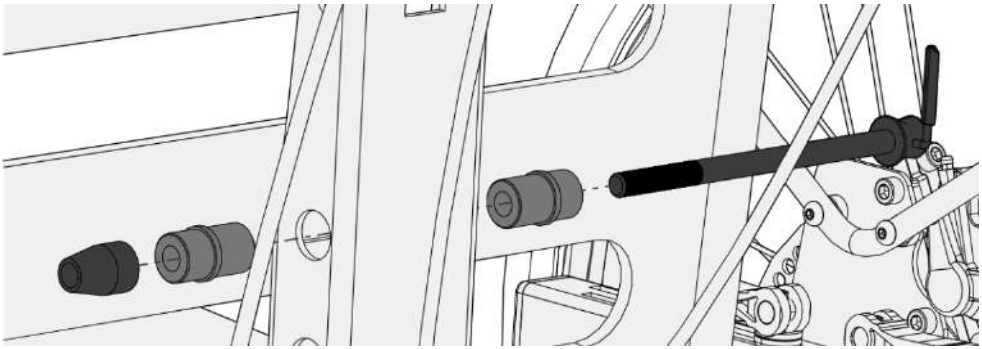
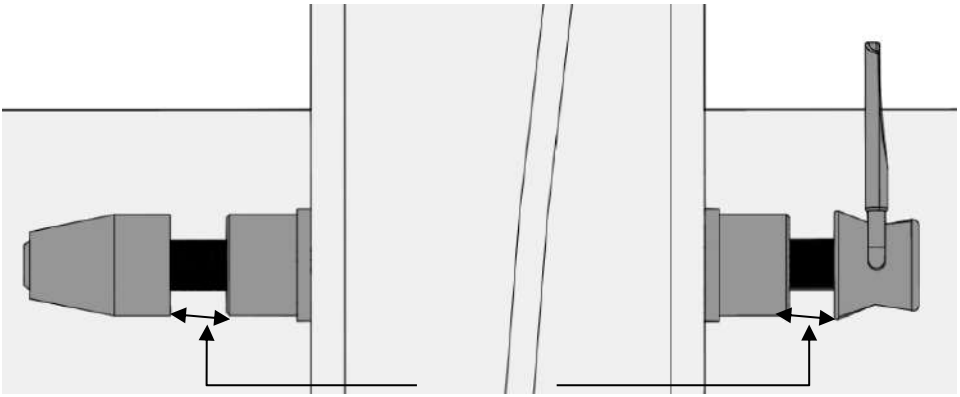

Abbildung 28 - Positionierung der Schnellverschlüsse
Abbildung 29 - gelassener Spielraum für Gabelzanken
- Ziehen Sie die Achse fest, indem Sie die Montagebügel in der unten dargestellten Reihenfolge anbringen (siehe Abbildung 28) und lassen Sie dabei etwas Spiel für den Durchgang der Gabelzinken Ihres Fahrrads (siehe Abbildung 29).
- Schrauben Sie die Einstellmutter der Befestigungsachse des AddBike+ so ab, dass auf jeder Seite der Platte ein Spalt von etwa 1 cm entsteht (siehe Abbildung 29);
- Ziehen Sie die Einstellmutter des AddBike+-Befestigungsstifts fest (siehe Abbildung 25) und schließen Sie den Schnellspannhebel des AddBike+-Befestigungsstifts (siehe Abbildung 28). Wenn sich der Hebel zu schwer schließen lässt, öffnen Sie den Hebel und lösen Sie die Mutter leicht. Wenn Ihr Fahrrad Räder mit 16, 18 oder 20 Zoll hat, wird die separat im Handel erhältliche Befestigungsachse mit zwei Muttern, eine auf jeder Seite der Achse, festgezogen.